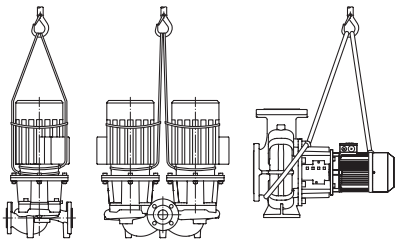

Рис. 7. Транспортировка насосного агрегата
- **Проушины для транспортировки на электродвигателе служат только для задания направления при захвате груза (Рис. 7).**